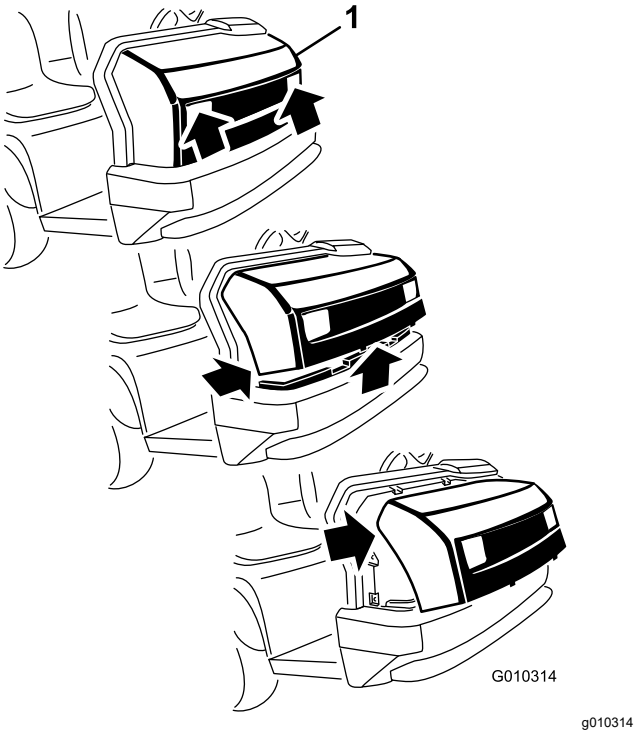

Figura 28
1. Sujete el capó por los orificios de los faros y levántelo para poder liberar las pestañas de montaje inferiores de las ranuras del bastidor (Figura 28).
2. Gire hacia arriba la parte inferior del capó hasta que pueda retirar las pestañas de montaje superiores de las ranuras del bastidor (Figura 28).
3. Gire hacia adelante la parte superior del capó y desenchufe los conectores de los cables de los faros (Figura 28).
2. Introduzca las pestañas de montaje superiores en las ranuras del bastidor (Figura 28).
3. Introduzca las pestañas de montaje inferiores en las ranuras del bastidor (Figura 28).